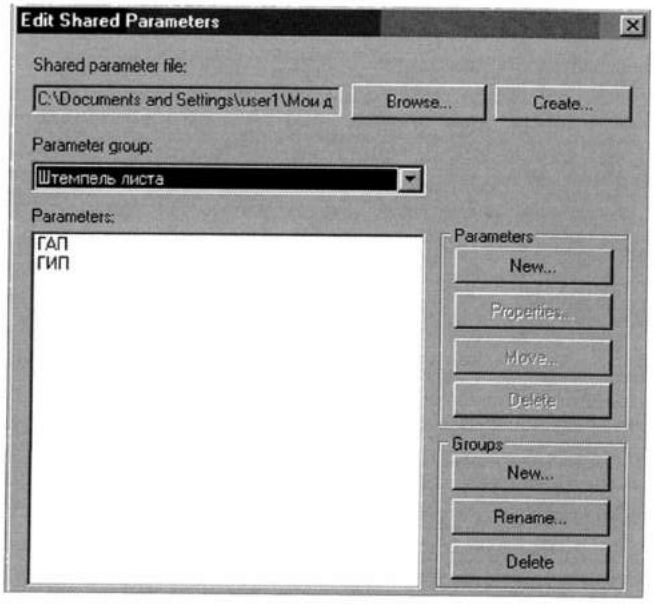
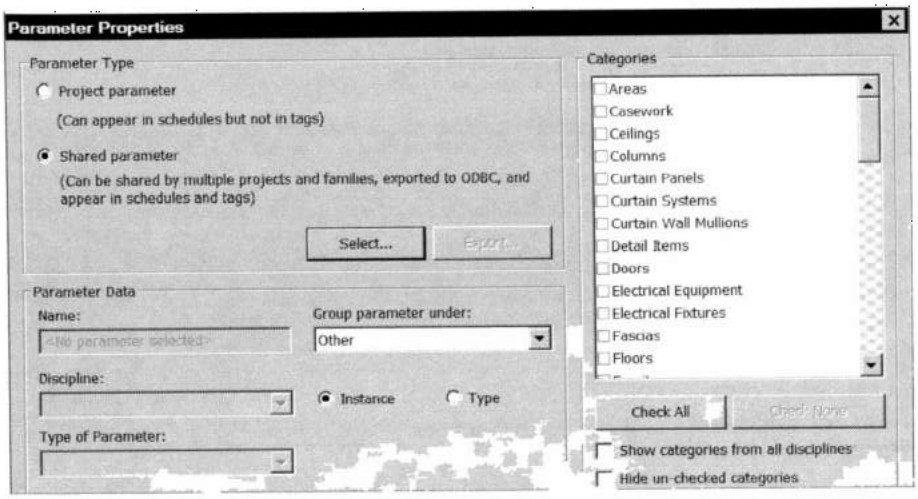

Рис. 2.6. *Создание и редактирование общих параметров*
Рис. 2.9. *Назначение общего параметра категории*
1. На ленте **Manage** (Управление) в разделе **Project Settings** (Настройки проекта) открыть командой **Shared Parameters** (Общие параметры) бокс **Edit Shared Parameters** (Изменить общие параметры) (рис. 2.6).
Операции с общими параметрами. Используя кнопки в правой части бокса **Edit Shared Parameters** (см. рис. 2.6) можно выполнить следующие операции:
2. Кнопкой **Add** (Добавить) открыть бокс **Parameter Properties** (рис. 2.9), в котором далее перевести переключатель **Parameter Type** (Тип параметра) в положение *Shared Parameters*. Станет доступной кнопка **Select** (Выделить).
4. Выбрать общий параметр, который будет назначаться категории. При необходимости, можно кнопкой **Edit** (Изменить) открыть бокс **Edit Shared Parameters** (Изменить общие параметры) (см. рис. 2.6) и выбрать общий параметр в другом файле общих параметров, либо создать новый общий параметр. Нажимая ОК, вернуться в бокс **Parameter Properties** (см. рис. 2.9).